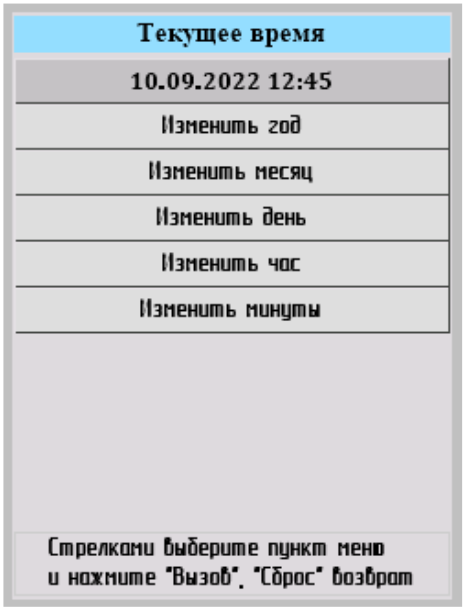

Рис. 15
6.5.6 Поле «Установка текущего времени». Через данное поле осуществляется переход на страницу установки даты и времени (рис. 15).